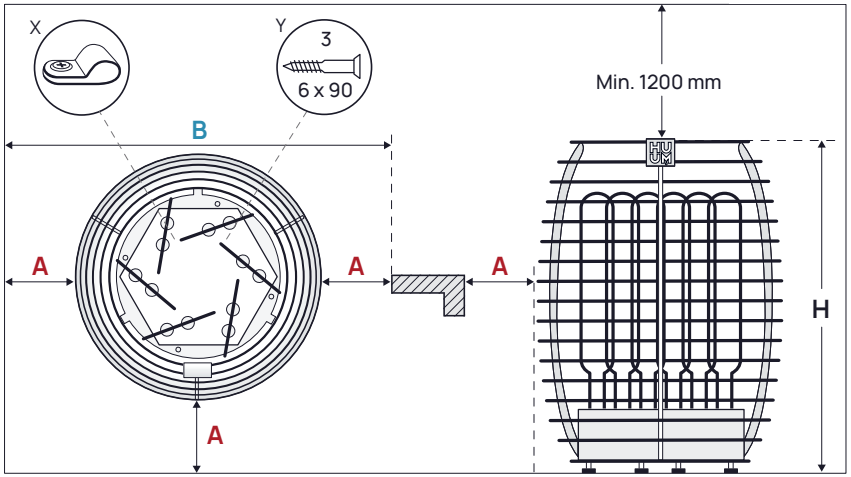

Figure 1 Positioning of the heater
- Are minimal safety distances ensured at the installation site of the heater? Minimal safety distances between the sauna room's ceiling and walls in view of installing the electric heater have been provided in **Table 1** and **Figure 1.**